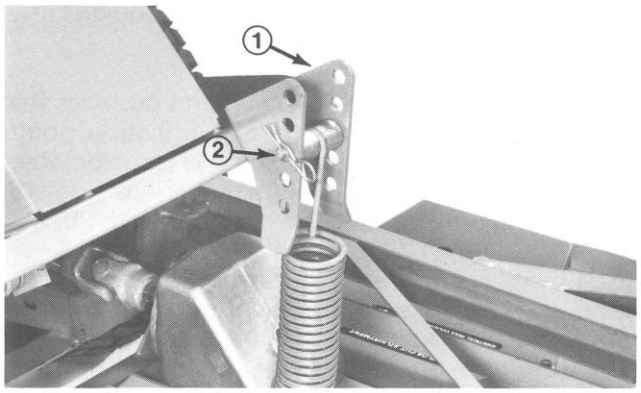

Figure 16
1. Leave the spring in the center bracket hole and operate the mower in the area it will normally be used (Fig. 16).
3. Relieve spring tension by lowering the clevis pin one hole lower in the bracket (Fig. 16).
4. Check the units performance in the turf. If the unit still raises, stop machine and repeat item 2 and 3. Repeat until unit operates satisfactorily. If cutting unit operates satisfactorily, continue normal operation.
operate acceptably during the initial operating check, it is still advisable to stop, engage parking brake, be sure traction pedal is in neutral, raise the cutting unit, stop the engine and raise the clevis pin one hole to increase spring tension (Fig. 16).
6. Check performance in the turf. If the unit still stays down on the turf, repeat item 5. Repeat until unit raises during operation, then decrease spring tension by lowering the clevis pin one hole in the bracket (Fig. 16).
2. Lower cutting unit so castor wheels are on a level surface. Be sure all height-of-cut pins are in the same hole locations. Remove filler plug (Fig. 16) from gear box and check level of lubricant. If level of lubricant is low, add SAE 10W-40 or 10W-30 SF engine oil until level is up to bottom of filler hole. Wipe any metal particles off filler plug and install filler plug.